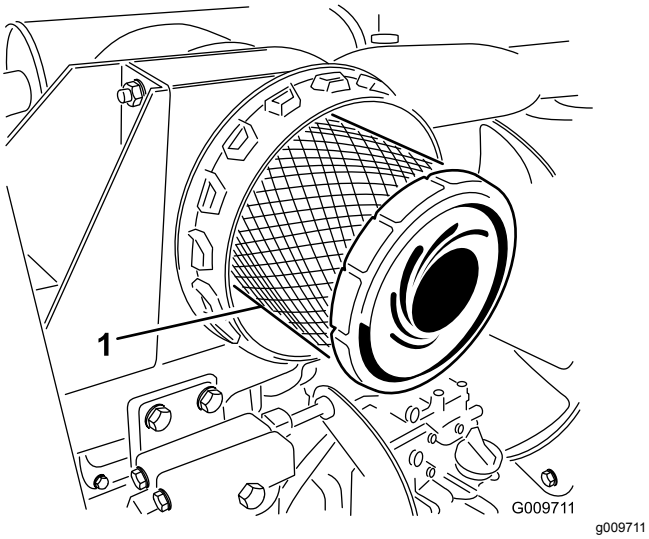

**Figur 56**
4. Ta bort och byt ut huvudfiltret (Figur 56).